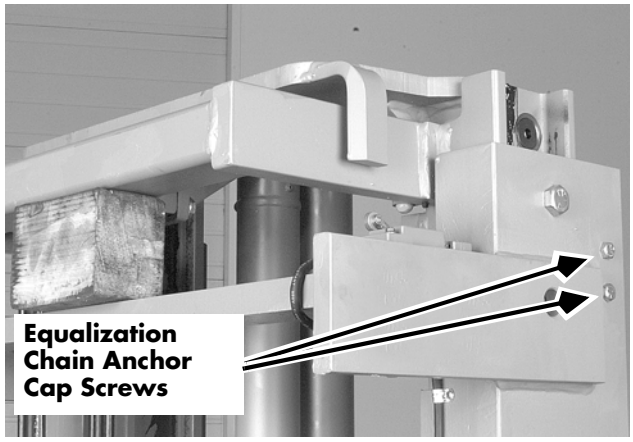

Figure 7-275: Equalization Chain Anchor Cap Screws
4. Remove the two (2) hex head cap screws at the top of the mast main frame. See Figure 7-275.